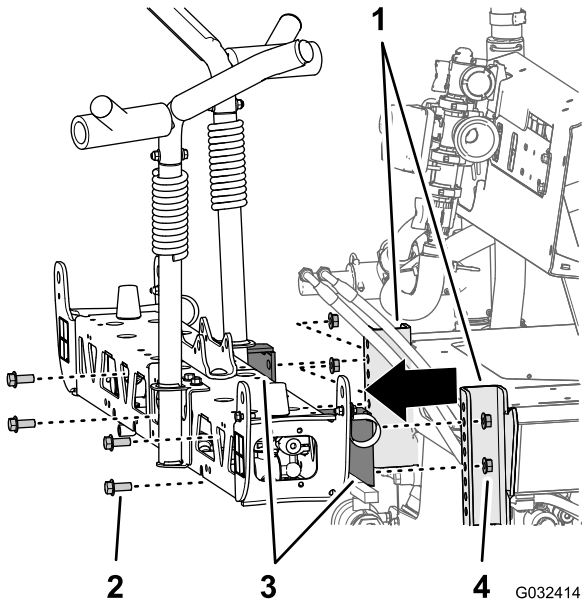

Figur 69
4. Ta bort de fyra flänsskruvarna (1/2 x 1 1/4 tum) och de fyra flänslåsmuttrarna (1/2 tum) som fäster centersprutrampssektionens stödfästen vid sprutramens monteringskanal och ta bort centersprutrampssektionen från maskinen (Figur 69).